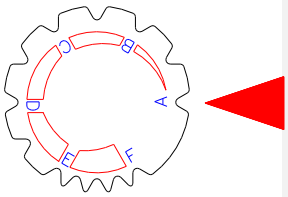

rys. 6
- ustaw ilość obrotów, skala od A – F (patrz **rys. 6**)